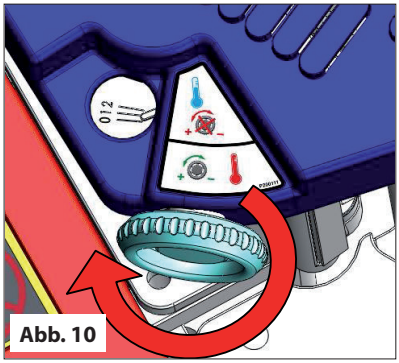

Abb. 10
- Wenn die Menge des aufgetragenen Klebstoffs nicht passt: Wenn die Maschine die Betriebstemperatur erreicht hat, bereiten Sie die Testkante und das Klebeband vor. Stellen Sie die Menge des auf das Rad aufgetragenen Klebstoffs für den gewünschten Vorgang ein (Abb. 10). Das Justierrad nach links drehen vergrößert, nach rechts drehen verringert die Klebstoffmenge. Die Menge an Klebstoff ist auf der Skala angezeigt.